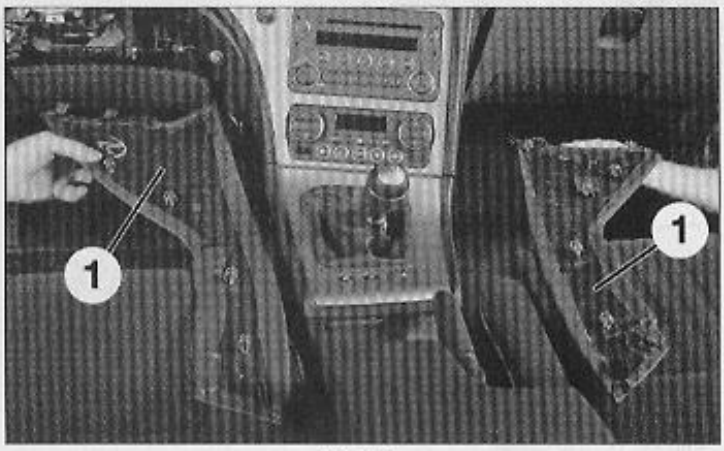

FIG. 23
- les garnitures latérales (1) de la console centrale (Fig.23).